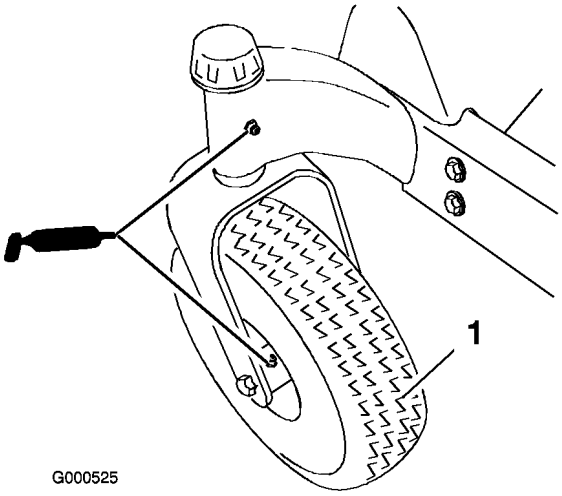
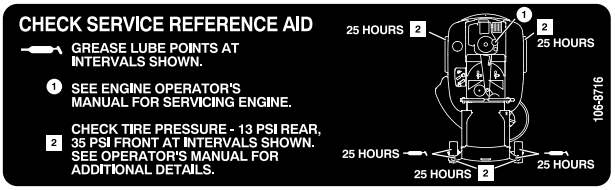

Figure 19
Figure 20
Graissez le pivot des roues pivotantes et les roues (Figure 19).
3. Nettoyez les graisseurs (Figure 19 et Figure 20) à l'aide d'un chiffon. Grattez la peinture qui pourrait se trouver sur les graisseurs.
4. Raccordez une pompe à graisse à chaque graisseur (Figure 19 et Figure 20). Injectez de la graisse dans les graisseurs jusqu'à ce qu'elle commence à sortir des roulements.